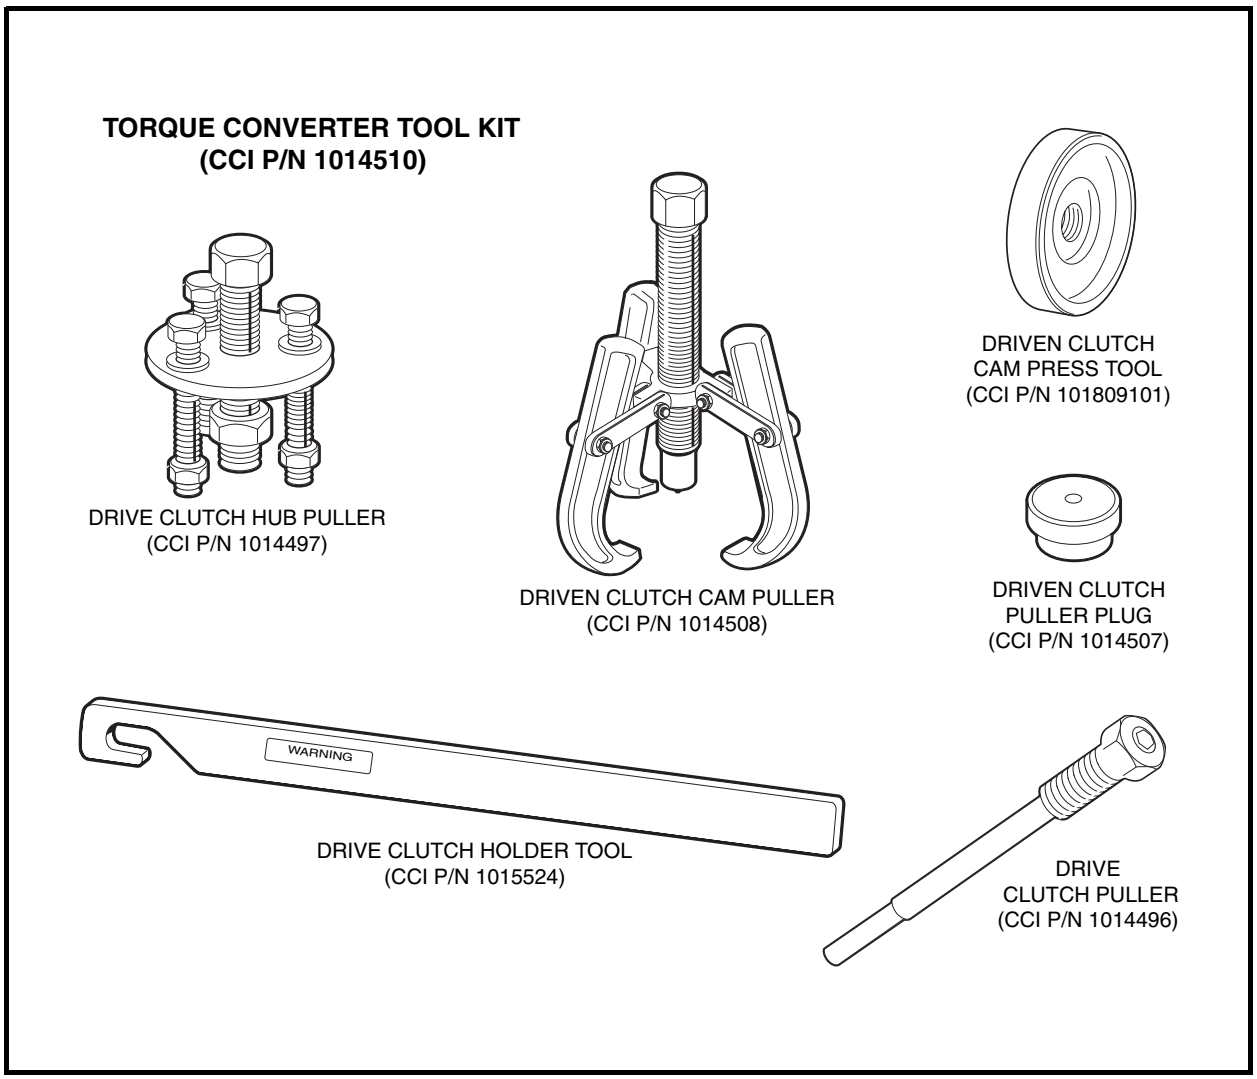

Figure 17-1 Torque Converter Tool Kit
- Torque Converter Tool Kit (CCI P/N 1014510) **(Figure 17-1, Page 17-2)**.